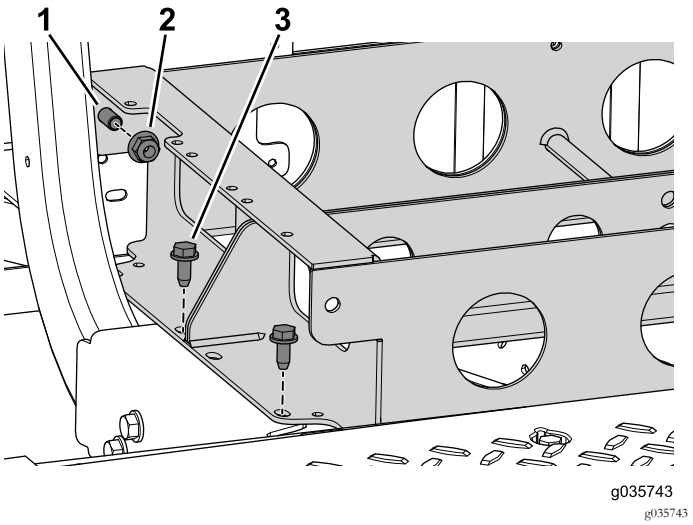

Figure 59
6. Retirez les 4 boulons qui fixent le support de batterie à la machine (Figure 59).
7. Retirez les 2 écrous à embase, mais pas les 2 boulons, qui relient les supports de batteries avant et arrière (Figure 59).